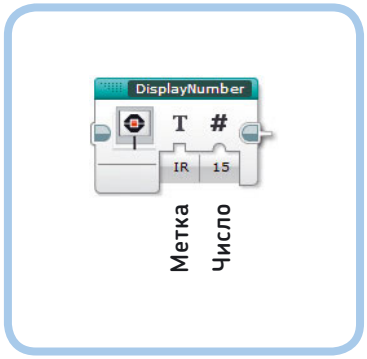

*Рис. 15.14. Контейнер **DisplayNumber**. В этой конфигурации он выводит текст «IR: 15»*
Для начала вы создадите контейнер «Мой блок» с двумя вводами и именем **DisplayNumber**, как показано на рис. 15.14. Задача этого блока состоит в том, чтобы
8. Нажмите кнопку **Завершить** (Finish). Теперь вы можете просматривать содержимое созданного контейнера **DisplayNumber** на его собственной вкладке внутри проекта, как показано на рис. 15.20. Вы должны увидеть параметры **Метка** и **Число**, хотя шины еще не подключены. Эти параметры переносят значения, *переданные в* контейнер «Мой блок» *из основной программы*. Таким образом, если указать значения IR и 15, как показано на рис. 15.14, параметр **Метка** передает значение IR, а **Число** — значение 15.